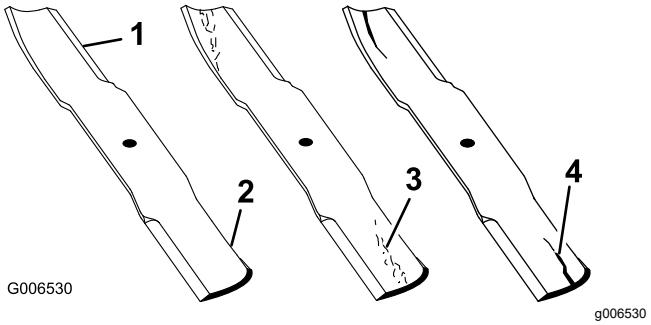

Figuur 57
1. Controleer de snijranden (Figuur 57).
4. Als u scheuren, slijtage of groefvorming in dit deel constateert, moet u direct een nieuw mes monteren (Figuur 57).